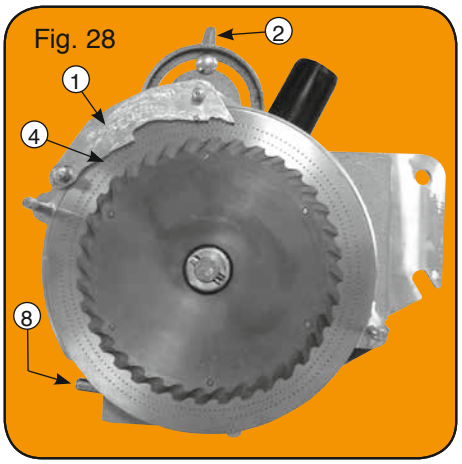

Fig. 28
C'est le même boîtier que sur les versions A - B et D ci-dessus mais dans ce cas il comporte un équipement particulier (fig. 28) lui permettant de distribuer sur rangs doubles jumelés des graines telles que carottes - oignons… c'est-à-dire d'un calibre inférieur à 3 mm. Pour gros calibre, il peut être nécessaire de supprimer le 2e sélecteur et d'utiliser un ou 2 pions ③ : essais préalables à faire.
This is the same box as the above A - B and D versions except for a special equipment (fig. 28) for metering seeds in double rows , such as carrots, onions… i.e. seeds of sizes less than 3 mm. For larger seed sizes, it may be necessary to remove the 2nd scraper and use one or two fingers ③ : test beforehand.
Diese Säsystem ist gleich wie bei den Versionen A - B und D, außer einer speziellen Zusatzeinrichtung (Fig. 28). Diese Einrichtung besthet aus einer Spezialscheibe mit doppelter Lochreihe und einem zusätzlichen Abstreifer ④ der über den Standardabstreifer ① plaziert ist.
Es la misma caja que en las versiones A - B y D, aquì arriba, pero, en este caso, lleva un equipo especial (fig. 28) que le permite distribuir sobre filas dobles jemelas, semillas tales que : zanahoria cebolla... es decir de un calibre inferior a 3 mm. Para grandes calibres, puede ser necesario suprimir el 2e selector y utilizar 1 ó 2 pitones ③ : hay due hacer ensayos previos.
Cette turbine est équipée d'un bloc goulottes 19 sorties avec volet ⑤ de prise d'air réglable. Elle s'équipe également pour certains semis d'un collecteur ⑥ avec rampe de diffusion ⑦ canalisant l'air de sortie sous pression jusqu'à la base de chaque boîtier (fig. 28) où une buse ⑧ dirige le flux sur l'arrière des trous du disque afin de faciliter le décrochage des semences légères et pointues.
This turbofan is equipped with a 19 outlet manifold with an adjustable air shutter ⑤. For some seeds it is also equipped with an air feeder manifold ⑥ with an air pressure tube ⑦ to feed pressurized air to the base of each meteering unit (fig. 28) where a nozzle ⑧ blows the air against the back side of the holes of the disc in order to clean out any plugged holes of light and sharp-pointed seeds.
Ein Luftdruckverteilerstück ist angebaut ⑥ und verbunden mit einem Druckrohr ⑦, welches über Schlauche Druckluft zu den Sägehäusen führt (fig. 28). Eine Düse bläst Luft gegen die Rückseite der Säscheibe um diese von Saatgutrückständen zu reinigen.
Esta turbina está equipada de un bloc de 19 salidas con volante ⑤ de toma de aire regulable. Se puede equipar igualmente, para ciertas semillas, con un colector ⑥ con barra de difusión ⑦ que canaliza el aire de salida bajo presión hasta la base de cada caja de distribución (fig. 28) donde una boquilla ⑧ dirige el flujo de aire sobre la parte atrás de los agujeros de los discos para facilitar la suelta de las semillas picudas incrustadas en los agujeros.